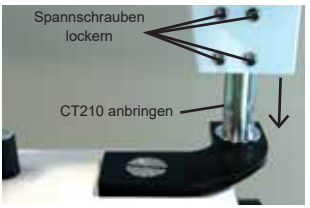

Abbildung IN-04
3. Lösen Sie die vier Spannschrauben mit dem Inbusschlüssel und bringen Sie das CT210 an der Halterung an. Siehe Abbildung IN-04.